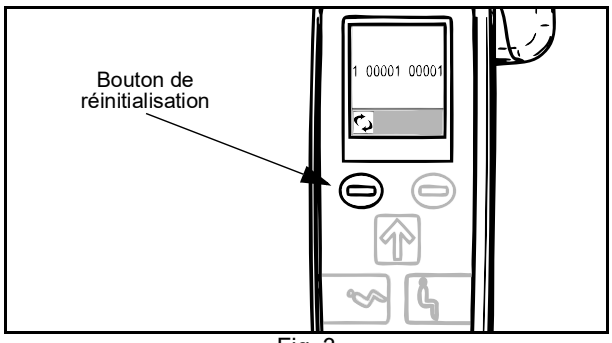

Fig. 3
3. L'écran de l'indicateur d'heures de fonctionnement affichera deux colonnes de chiffres (voir Fig. 3). Les chiffres affichés représentent la durée cumulée (en dixièmes d'heure) du mouvement généré par le moteur du mât.